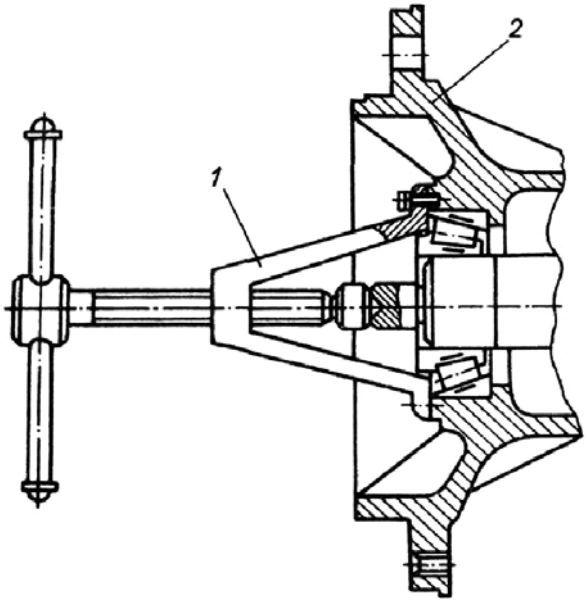

Рис.48. Снятие ступицы с тормозным барабаном:
11. Спрессовать с помощью съемника 1 (рис.48) ступицу в сборе с тормозным барабаном. Отвернуть болты крепления крышки 38 (см. рис.47), снять крышку в сборе с манжетой, вынуть из ступицы внутренние обоймы подшипников 15. Выпрессовать из крышки 38 манжету.